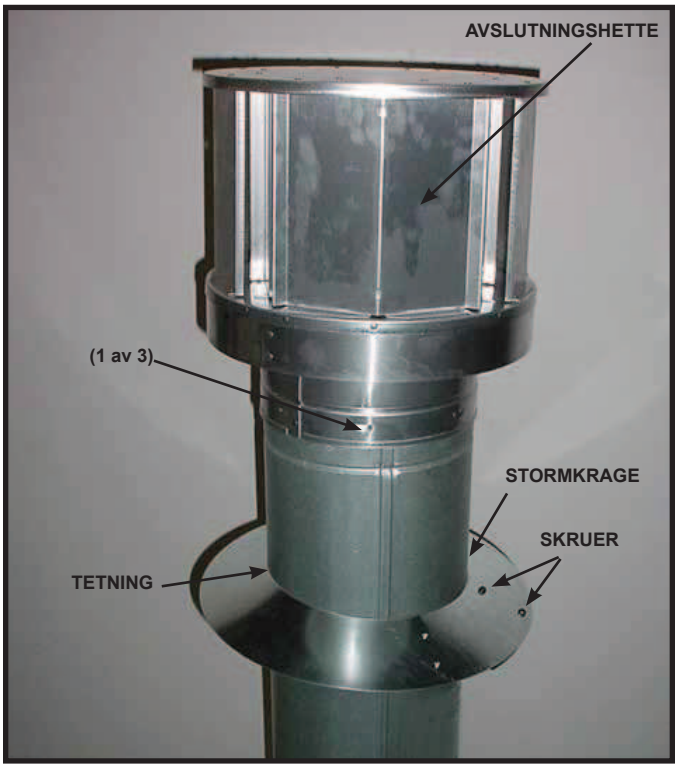

Fig. 10.23
- Tett rundt toppen av stormkragen (se Fig. 10.23).
- Fest avslutningen ved å drive tre selv-borende skruer (levert) gjennom pilothullene i den ytre kragen av avslutningen inn i den ytre avtrekksdelen av røret (se Fig.10.23).